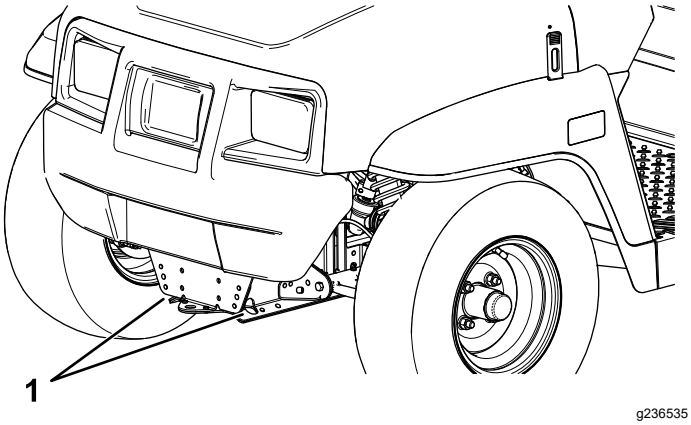
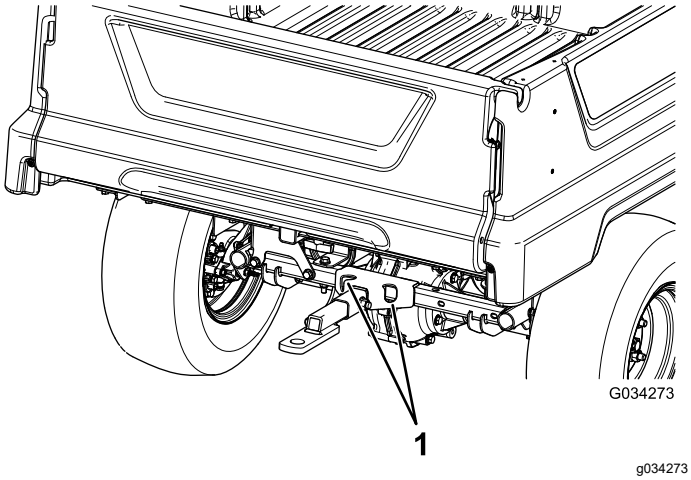

**Figur 21**
**Figur 22**
Se Figur 21 og Figur 22 for bindepunkternes placering på maskinen.
2. Sæt et bugsertov fast på anhængertrækstangen foran på maskinens stel (Figur 21).